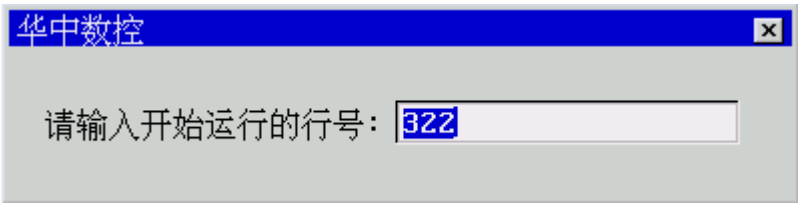

图 6.3.5 从指定行开始运行
(3) 用▲、▼键选择“从指定行开始运行”选项，弹出如图 6.3.5 所示输入框；